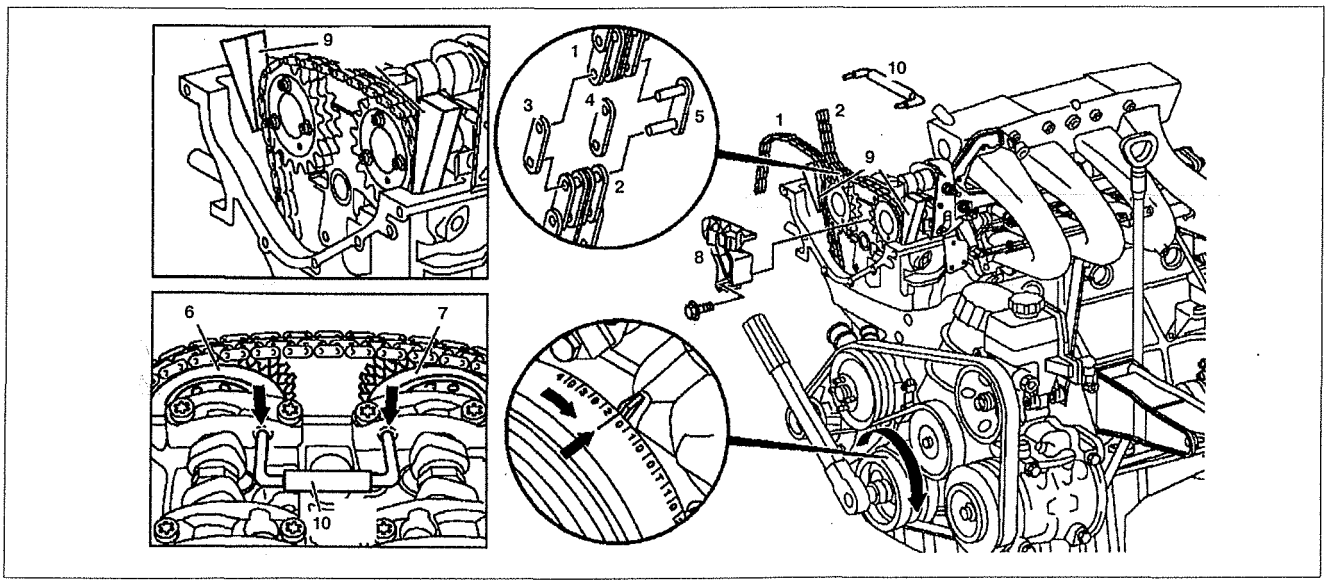

Рис. 2.15. Цепь привода:
1. Снимите скользящий рычаг **8** с головки блока цилиндров (см. рис. 2.15).